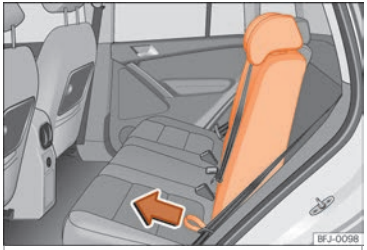

Fig. 155 Abatir y levantar el respaldo del asiento trasero.
- Tire del lazo ››› fig. 155 hacia delante en el sentido de la flecha, sujete al mismo tiempo el respaldo del asiento y abátalo despacio hacia delante ››› ⚠.